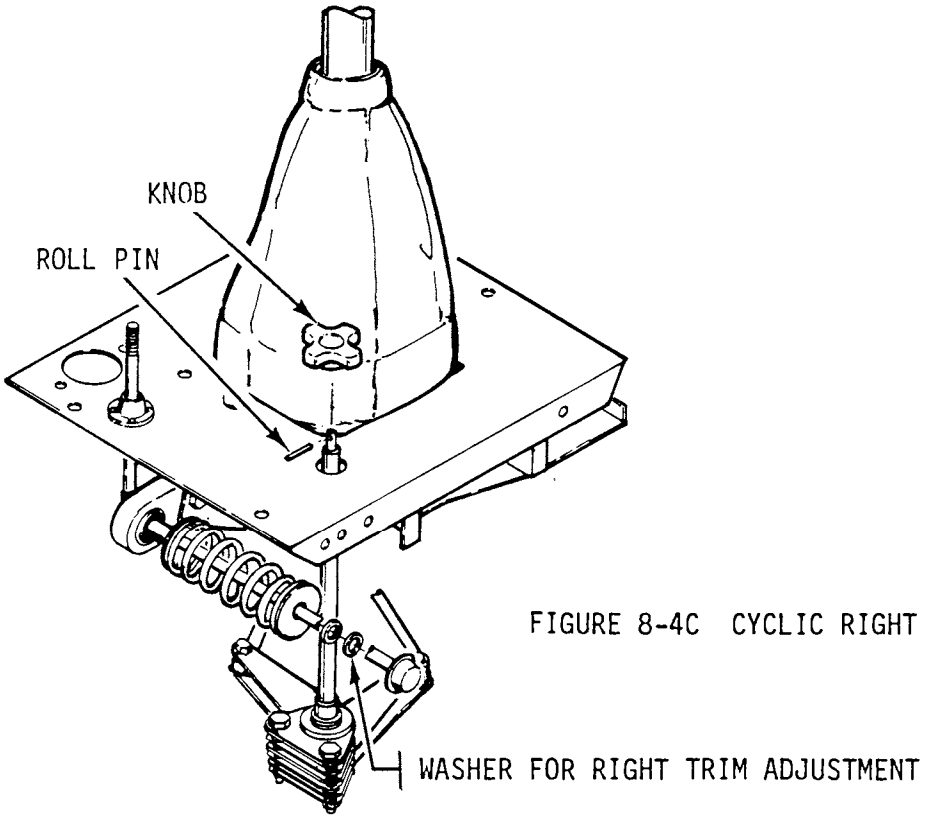

FIGURE 8-4C CYCLIC RIGHT TRIM ADJUSTMENT
5. Slide the A583-1 lower spring cap, spring, A583-1 uppercap, A588-1 spacer, and A581-1 arm onto the rod. See Figure 8-4C.
d) Install a thick or thin washer (AN960-416 or 416L) as required to give the proper friction at the center of the cyclic grip measured in a lateral direction. See Figure 8-4C.